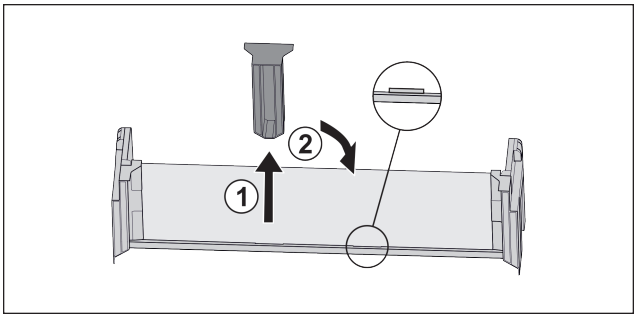

Fig. 21
▶ Extraire la pièce de retenue centrale *Fig. 21 (1)*.
▶ Insérer la pièce de retenue centrale en deuxième position *Fig. 21 (2)*.